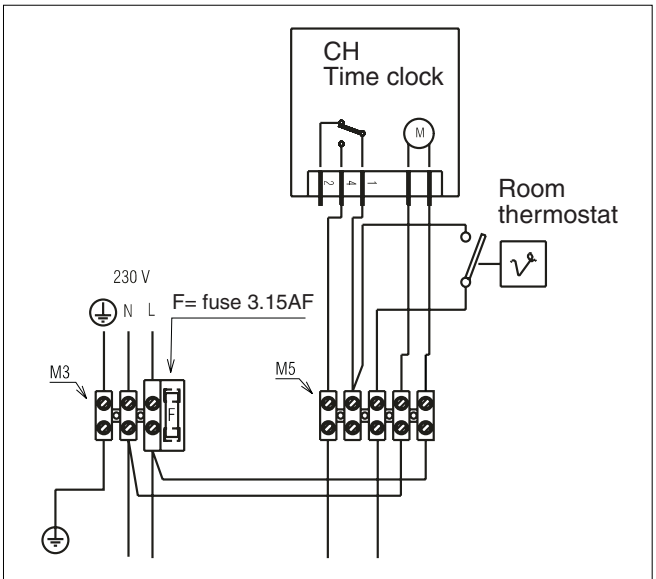

Fig. 40
- programmable room thermostats (fig. 40).